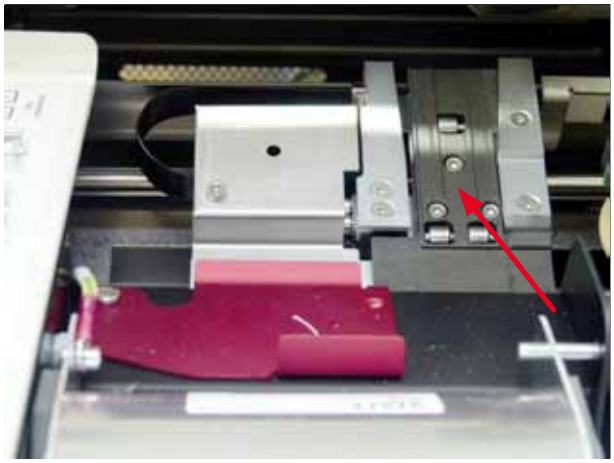

Abb. 45
- Transportstation (→ "Abb. 45")